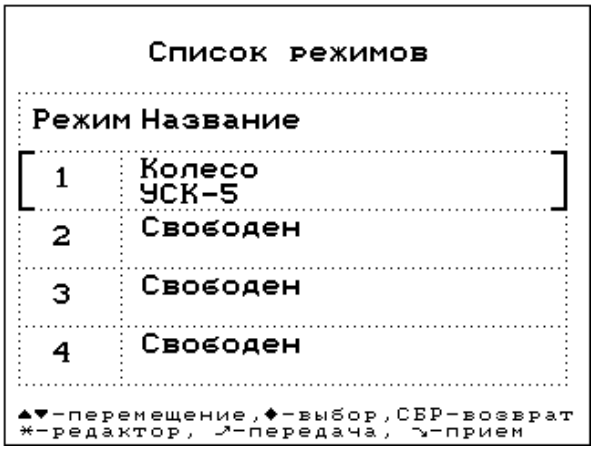

Рисунок 6.3 − Меню «Список режимов»
6.5.7 Выбрать режим контроля колеса устройством УСК-5 (Колесо│УСК-5), для чего в формате «НАСТРОЙКИ» подвести символ ► к блоку «Режим» кнопками △ ▽ и нажать кнопку ◇. В открывшемся меню «Список режимов» (рисунок 6.3) выбрать режим «Колесо│УСК-5» кнопками △ ▽ и нажать кнопку ◇.